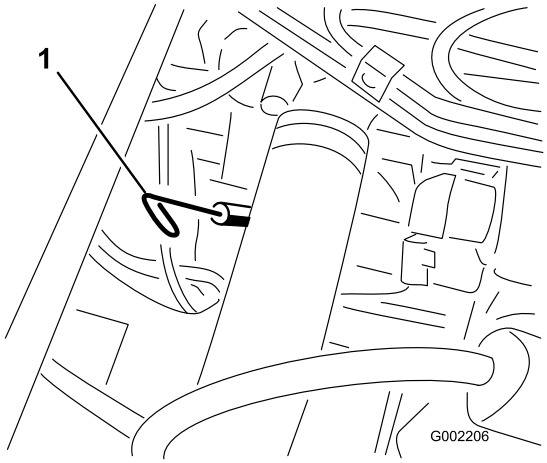

Bild 39
2. Nehmen Sie den Peilstab heraus, der sich unter dem Fahrersitz befindet, und wischen Sie ihn mit einem sauberen Lappen ab (Bild 39). Stecken Sie den Peilstab in das Rohr und stellen Sie sicher, dass er vollständig eingeführt ist. Nehmen Sie den Peilstab heraus und prüfen Sie den Ölstand.
13. Nehmen Sie den Ölfülldeckel ab und gießen Sie langsam 80 % der angegebenen Ölmenge am Öleinfüllstutzen in den Motor (Bild 39).